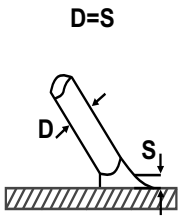

**рис. 2**
7.6 Как только произойдёт зажигание дуги, электрод нужно держать на таком расстоянии **S** (см. рис. 2) от обрабатываемого материала, которое соответствует диаметру электрода **D** (см. рис. 2). Для получения равномерного шва далее необходимо соблюдать эту дистанцию по возможности постоянной. Также необходимо помнить, что наклон оси электрода